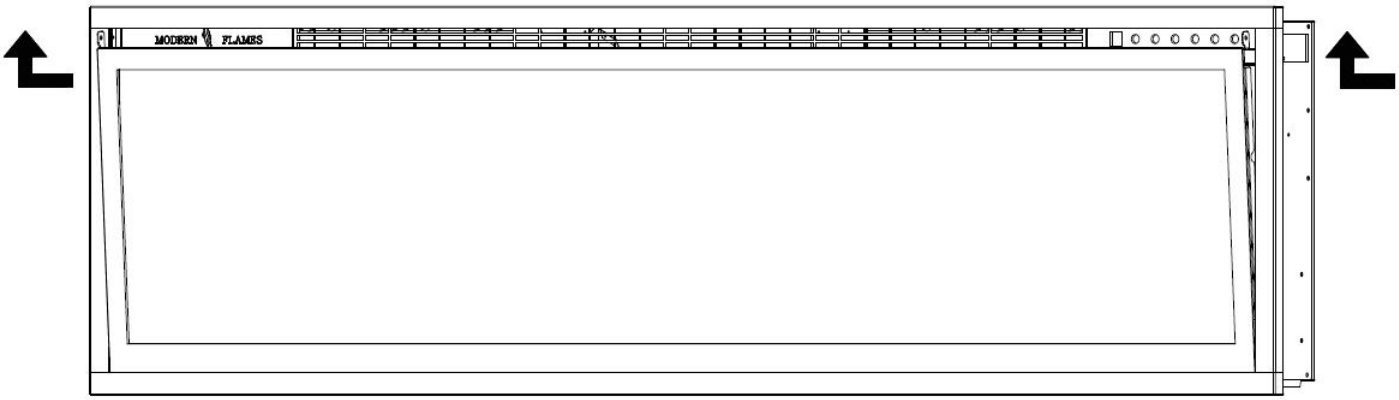

Fig. 1-2
B. Levantar con cuidado el vidrio frontal y alejarlo del aparato (Fig. 1-2). Colocarlo boca abajo sobre una superficie suave y no abrasiva.